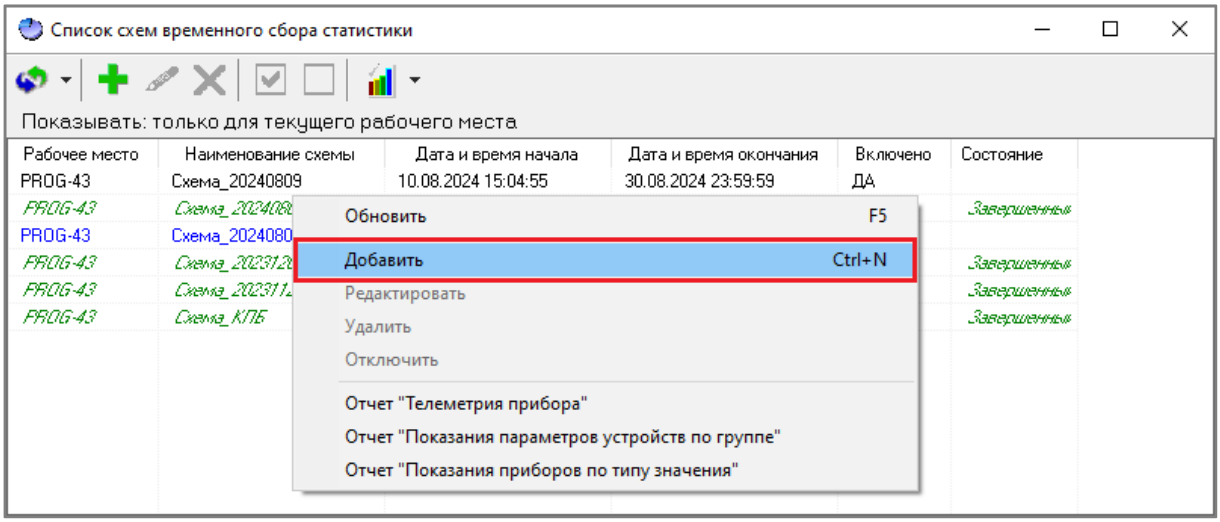

Рисунок 12-114 Создание схемы ВСС через контекстное меню области списка схем ВСС окна "Список схем временного сбора статистики"
– либо вызовите контекстное меню области списка схем ВСС (см. п. 12.6.1.2.1) окна «Список схем временного сбора статистики» и выберите в нем пункт «Добавить» (см. Рисунок 12-114);